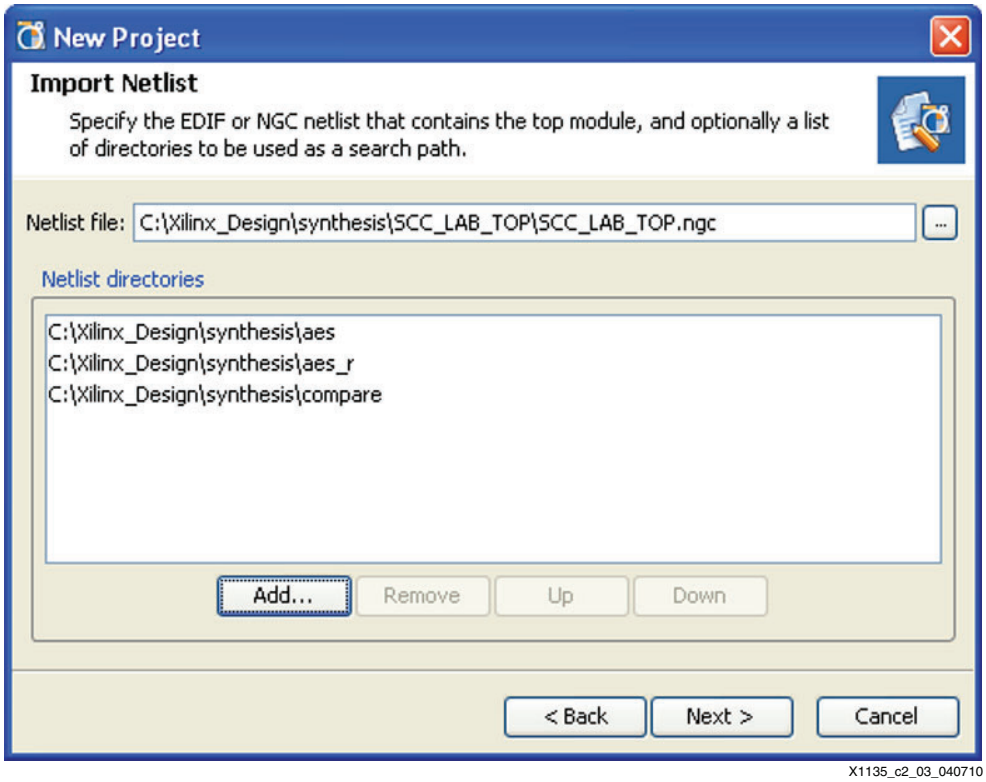

Figure 3-3: **New Project (Import Netlist)**
5. Import the previously generated top level Netlist (see Figure 3-3).